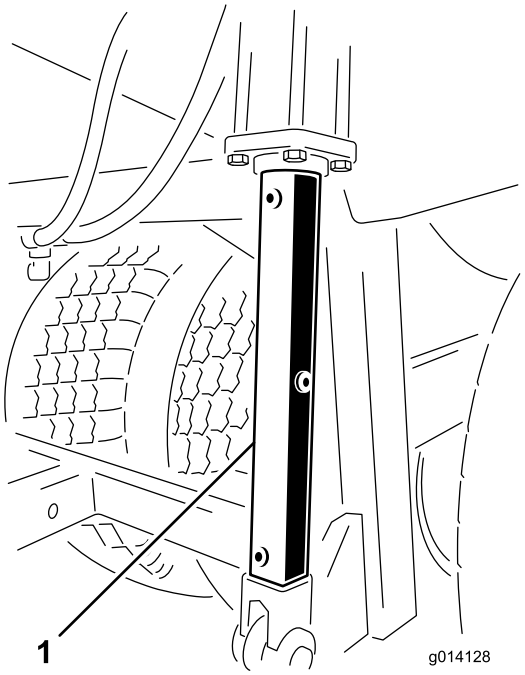

**Rysunek 41**
**Przed wykonaniem jakichkolwiek prac konserwacyjnych pod koszem samowyładowczym zamontuj podpory siłownika hydraulicznego (Rysunek 41).**